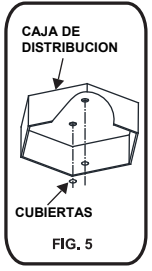

FIG. 5
Paso1. Quite las cubiertas de los agujeros de la cubierta de motor cerca aprientan el tornillo proporcionado.(Fig. 5)